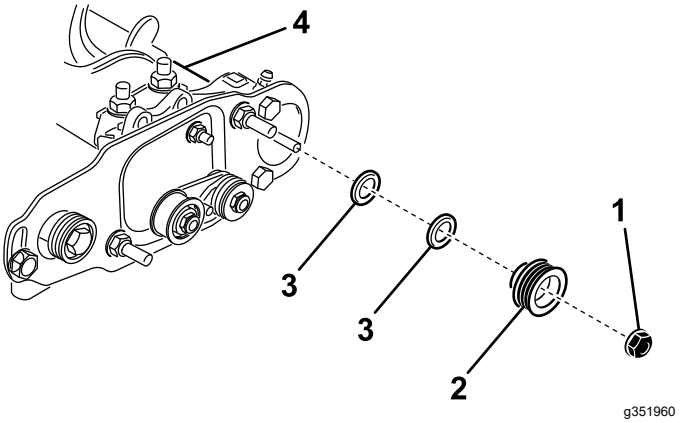

Figuur 25
3. Verwijder de borgmoer waarmee de aangedreven poelie op de borstelas is bevestigd (Figuur 24 of Figuur 25).
4. Verwijder de aangedreven poelie van de as (Figuur 25).
5. Als de poelie naar buiten moet bewegen, voegt u een ring van 0,8 mm dik toe (Figuur 25).